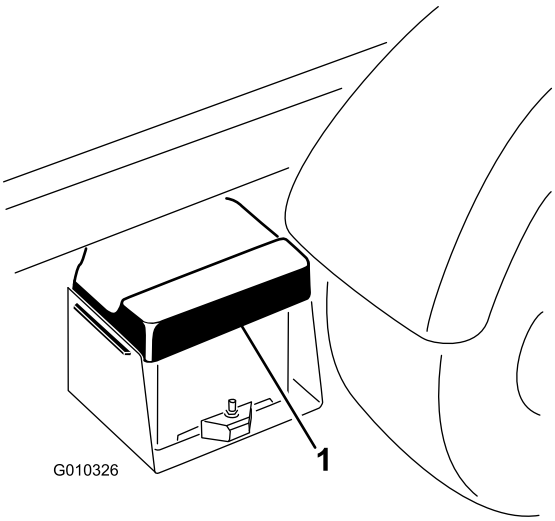

**Figur 49**
1. Klem på batteridækslet for at løsne tapperne fra batteribundpladen, og fjern batteridækslet fra batteribundpladen (Figur 49).